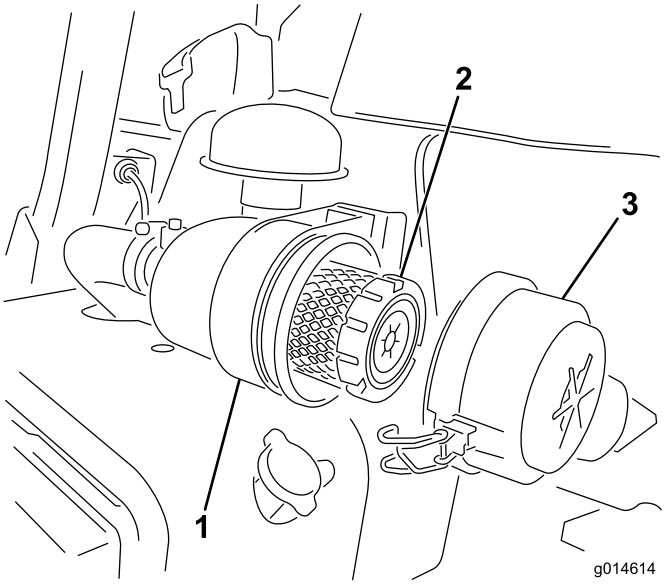

Figur 44
1. Lossa spärrhakarna som fäster luftrenarkåpan på luftrenarhuset (Figur 44).
6. Fäst spärrarna (Figur 44).